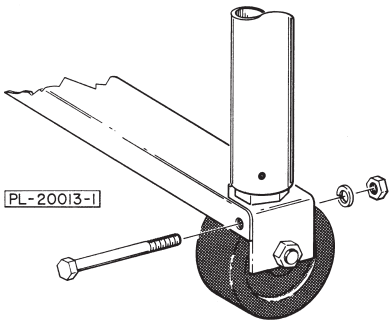
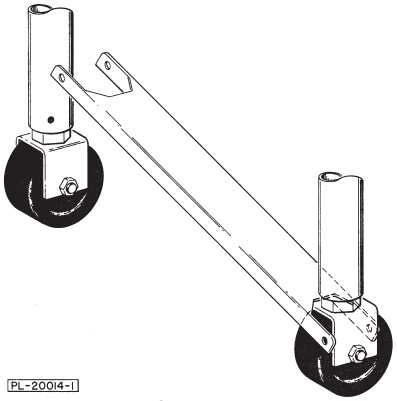

Fig. 2
Fig. 3
10. The height of each leg can be adjusted by loosening the two set screws located at the bottom of the outer leg tube (See Fig. 2).
13. Install the alignment bracket between the two rigid casters as shown in Fig. 3. Insert the ¼-20 x 2¾ screw through its mounting hole, under the caster saddle and through the hole on the other side of the bracket, as shown in Fig. 2.
14. The two rigid casters on the front of the machine will be parallel to each other and oriented so that the wheel will roll in the front-to-back direction only. (See Fig. 3).